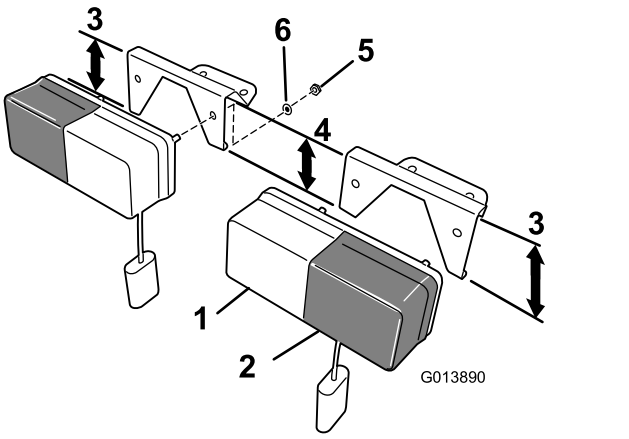

Figura 4
2. Fije la luz al soporte con las fijaciones que retiró anteriormente (Figura 4).
Nota: Asegúrese de que la lente transparente (luz de posición) se coloca en el interior y la lente ámbar (luz de intermitente) se coloca en el exterior (Figura 4).
Nota: Los soportes se distinguen por el ángulo de la cara delantera y porque tienen una pata más larga que la otra que mira al exterior (Figura 4).